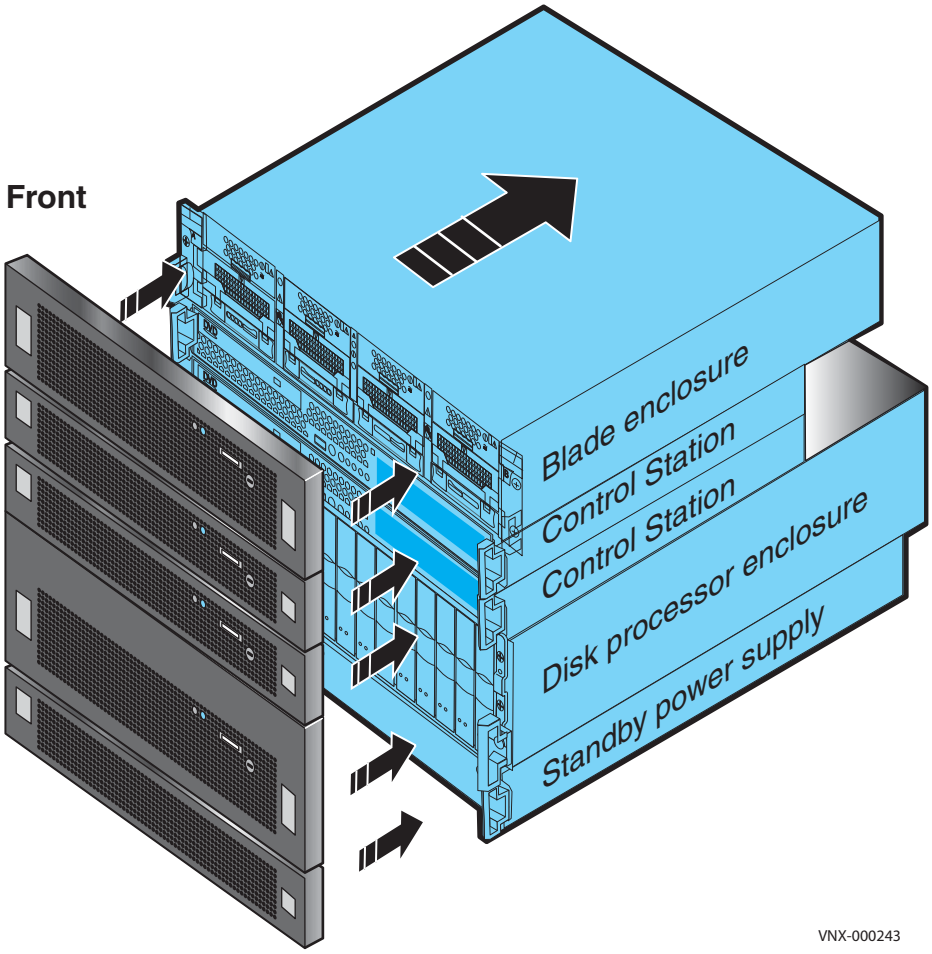

**Figure 44** Front bezels
3. Press the bezel into the handles until it clicks into place as shown in Figure 44 on page 57. Bezels have a lock built in to them, so you can opt to lock the bezels in place with the key provided.